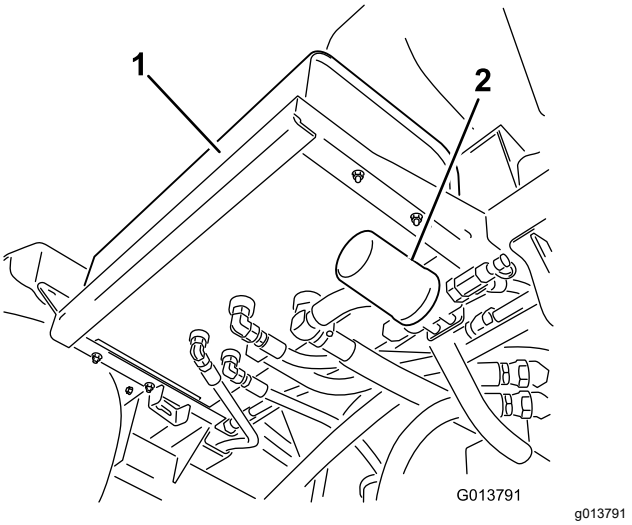
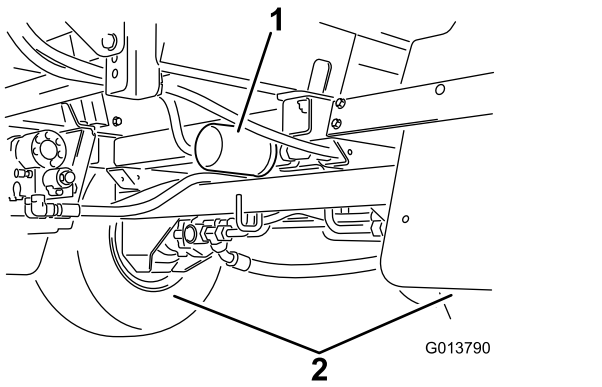

Bild 109
Bild 110
2. Ermitteln Sie die zwei Hydraulikfilter an der Maschine (Bild 109 und Bild 110).